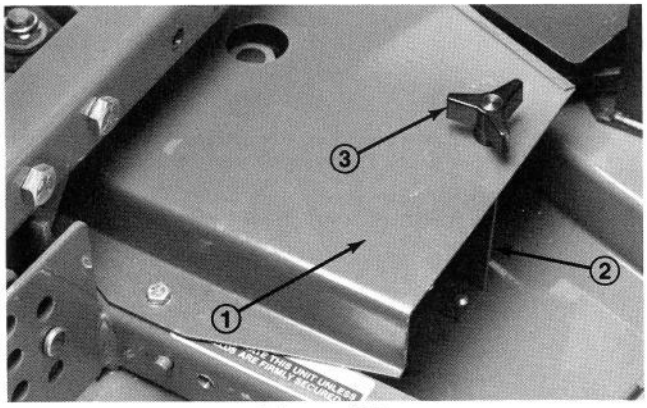

Figure 22
2. Install new deck cover with a 5/16 – 18 x 1" lg. capscrew, (2) 5/16 flat washers and a 5/16 – 18 locknut (Fig. 22). Washers to be positioned on top and bottom of cover. Do not over tighten capscrew because cover must pivot for easy access to pulley.
4. Using cover support bracket as a template, mark and drill (2) 7/32" dia. holes in top of deck (Fig. 22). Make sure surfaces are parallel before drilling.
5. Mount cover support to deck with (2) #10 - 24 x 5/8" lg. machine screws and #10 nuts as shown in fig. 22.